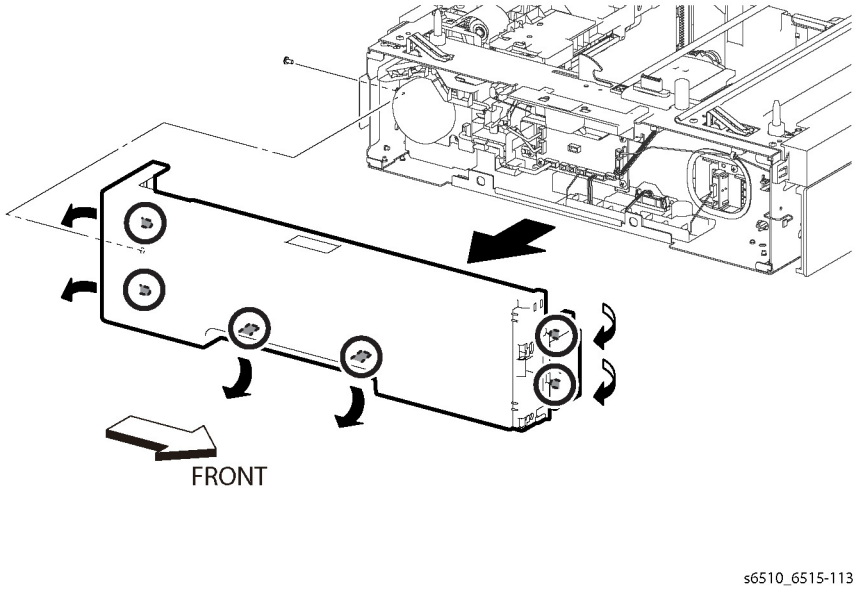

Figure 2 Remove the 550 Option Feeder Left Side Cover
4. Refer to Figure 2 to remove the one screw (silver, M3x6mm) attaching the Left Side Cover to the feeder.
5. Refer to Figure 2 of the Left Side Cover to release, in order, two bosses at the rear side, two hooks at the bottom, and two bosses at the front side.